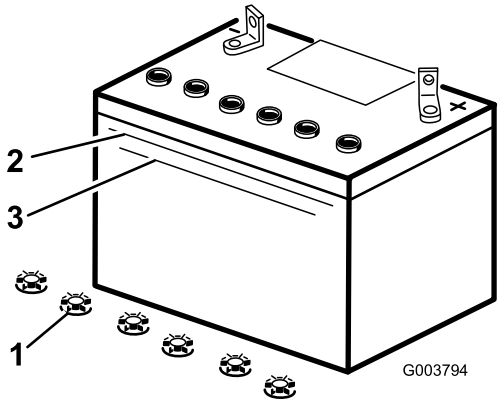

**Figuur 37**
3. Kijk aan de zijkant van de accu. Het zuurpeil moet tot aan de bovenste streep staan (Figuur 37). Het peil mag niet niet onder de onderste streep komen (Figuur 37).
3. Verwijder de vuldoppen van de accu (Figuur 37).
4. Giet langzaam gedistilleerd water in elke cel van de accu totdat het zuurpeil de Bovenste streep (Figuur 37) op de accubehuizing bereikt.
het zuurpeil de Bovenste streep (Figuur 37) op de accubehuizing bereikt.